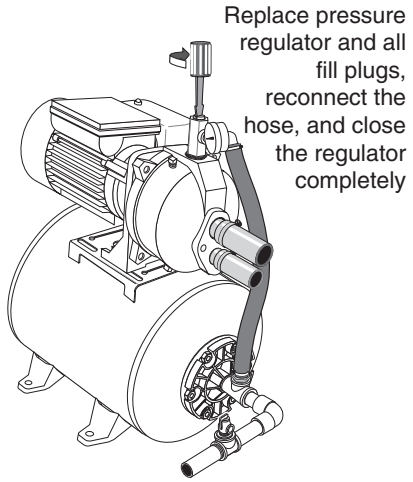

Figure 11 - Prime Pump
2. Replace all fill plugs and close the pressure regulator completely (Figure 11).